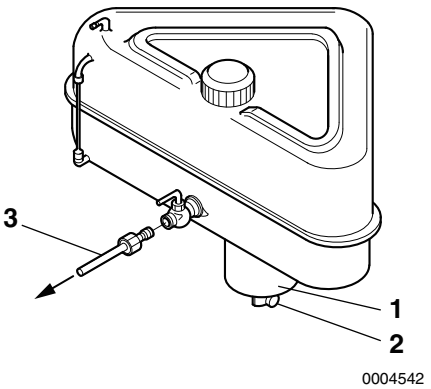

Figure 2
Install a drain cock **(Figure 2, (2))** at the bottom of the fuel tank to remove water and contaminants from the sediment bowl **(Figure 2, (1))**.